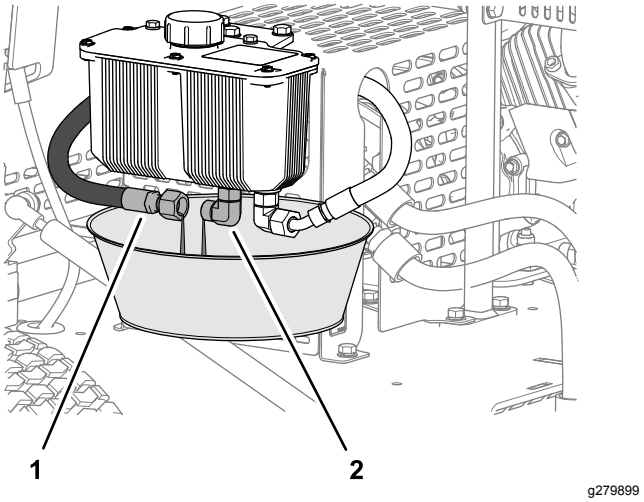

図 36
1. 容量 2 リットルほどの廃油受けを油圧オイルタンクの下に置く図 36。
2. 油圧タンクのフィッティングについている供給ホースを外し、流れ出てくるオイルをすべて回収する図 36。